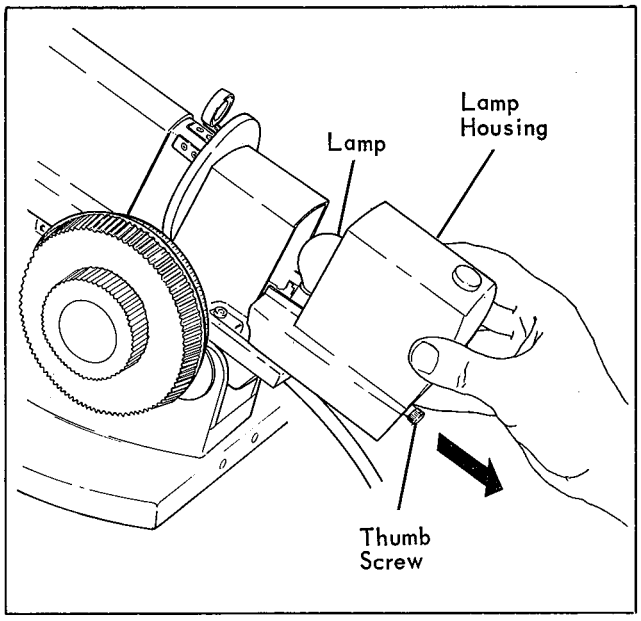

Figure 7
2. Rack power wheel (21) to furthest plus.
3. Loosen thumbscrew (Figure 7) of lamp housing.